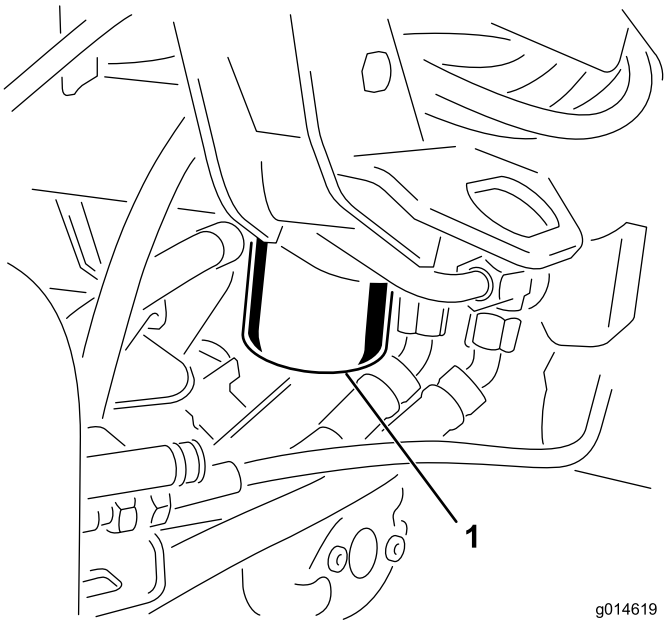

Figur 56
1. Rengjør området rundt der filteret skal festes (Figur 56). Plasser et tappefat under filteret, og ta ut filteret.